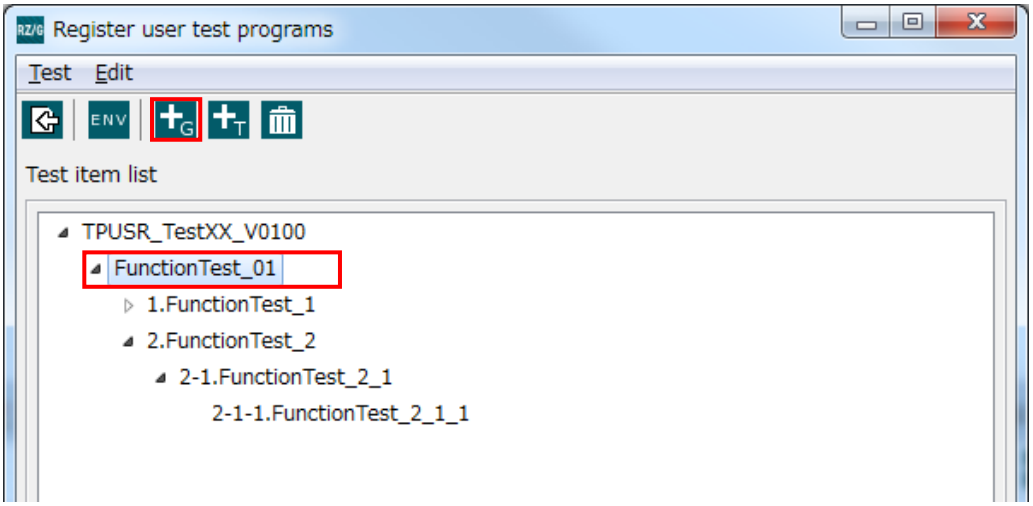

Figure 4-47 Adding an Item to Be Tested
1. Select the node to which the new test item is to be added, and click on the [Add test group] button on the toolbar as shown in Figure 4-47.